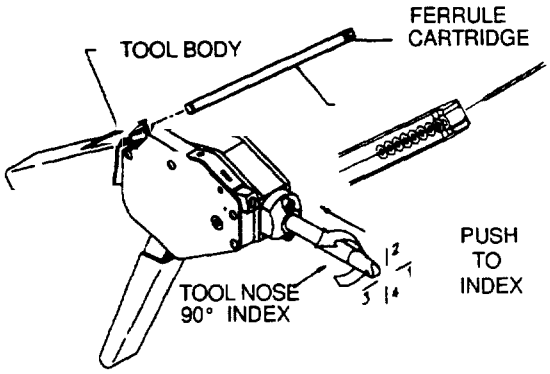

Figure 2-95. Pre-Set Tension Safety Cable Tool
(3) Install the safety cable through the fasteners to be secured.
(4) The nose can index to four positions at 90° increments. To select the position, push the nose in towards the tool and rotate to the desired position. Release the nose, if the nose does not lock into the indexed position, turn it slightly until it does. See figure 2-95.
(5) Insert the free end of the cable through the ferrule in the cartridge, and remove the ferrule by pulling the cable away from the end of the cartridge. See figure 2-95.
a. *The Pre-Set Tension Tool.* (See figures 2-95 and 2-96). Insert the free end of the cable into the cable entrance and continue to push the cable into the cavity. When the free end of the cable appears at the bottom of the tool, grip the cable and pull the slack from the cable until resistance is felt. Begin removing slack from the cable by repeatedly closing the tool handle allowing the handle to open fully before closing again. When all slack is removed from the cable, snug the tool against the fastener by using several short strokes of the handle. Release the handle to the full open position and fully close the handle to crimp securely and cut flush.